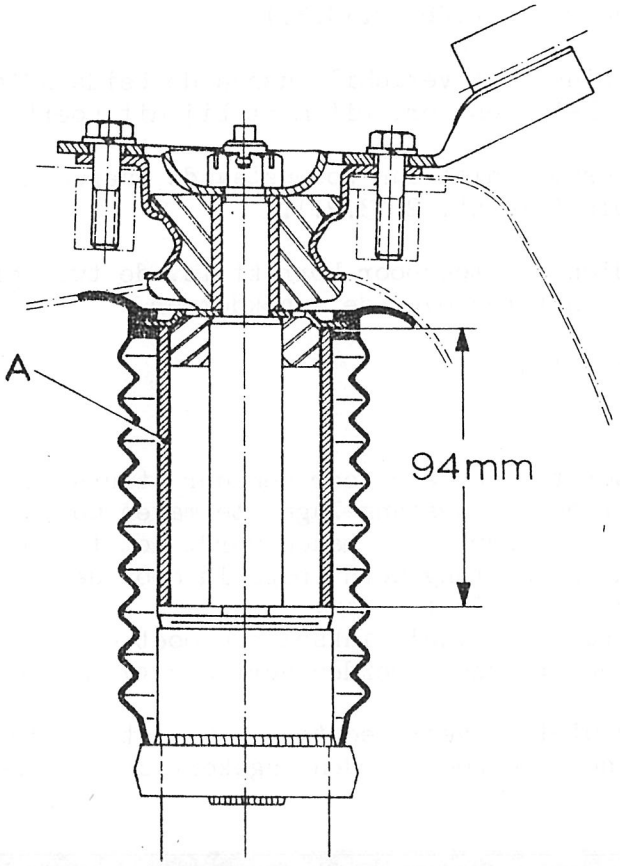

Afb. 2.13.1. Plaatsen spec. gereedschap
a. Plaats het speciaal gereedschap (d, afb. 2.2.1.) om de zuigerstangen van de fuseeschokdempers en belast het voertuig zodanig dat de pijpen klem komen te zitten (afb. 2.13.1.).